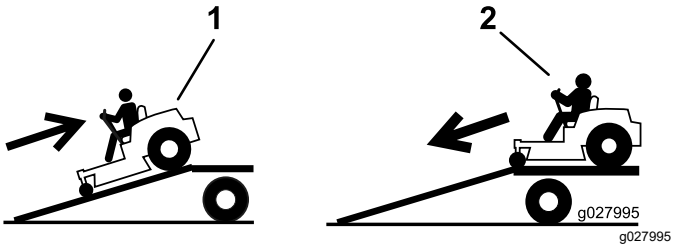

Figura 33
4. Suba a rampa em marcha atrás (Figura 33).
2. Desça a rampa em marcha para a frente (Figura 33).